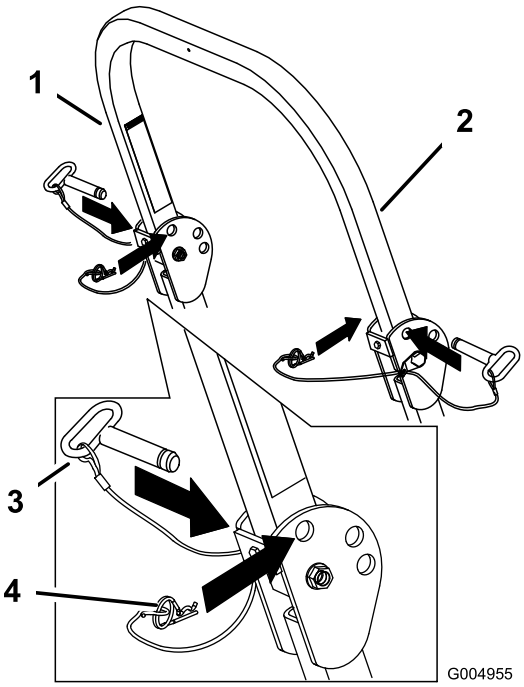

Figur 8
1. Ta loss hårnålssprintarna och ta bort de två tapparna (Figur 8).
3. Sätt tillbaka de två tapparna och säkra dem med hårnålssprintarna (Figur 8).
4. Fäll upp störtbågen genom att lossa hårnålssprintarna och ta bort de två tapparna (Figur 8).
5. Fäll upp störtbågen till upprätt läge, sätt i de två tapparna och spärra dem med hårnålssprintarna (Figur 8).